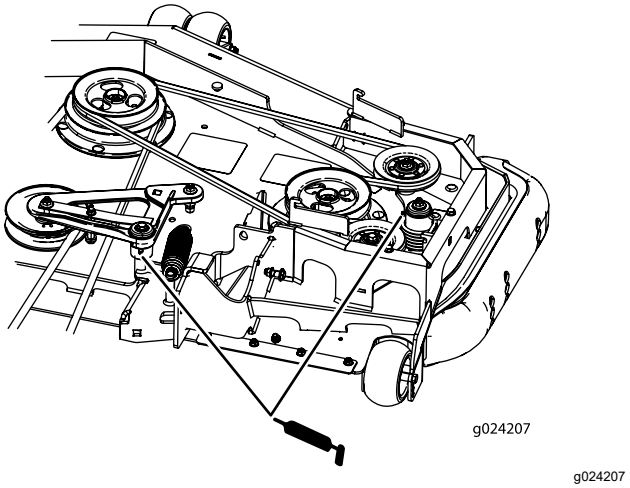

Figur 53
5. Smør skjoldremmens styrearme (kun maskiner med bagudkast) som vist i Figur 53.